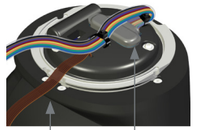

Abbildung 5
8. Bringen Sie den Schaumstoffstopfen an, sobald die Coapt-Kabel angeschlossen sind, bevor Sie dem Patienten die Prothese anpassen (Abbildung 5).